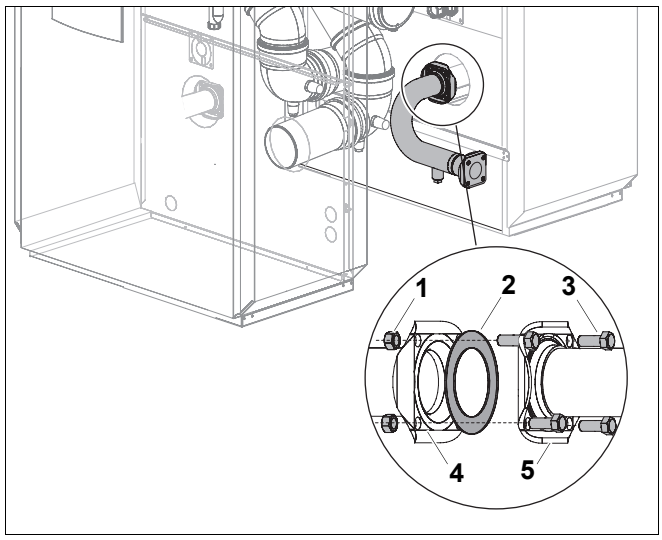

Rys. 8 Montaż przyłącza powrotu na pierwszym kotle grzewczym
- Ułożyć uszczelkę (rys. 8, **poz. 2**) na kołnierzu króćca powrotu kotła grzewczego.
- Kołnierz kształtki przewodu powrotu (rys. 8, **poz. 5**) dobrze przykręcić do kołnierza króćca powrotu (rys. 8, **poz. 4**) na kotle grzewczym, używając czterech śrub (rys. 8, **poz. 3**) i nakrętek (rys. 8, **poz. 1**).